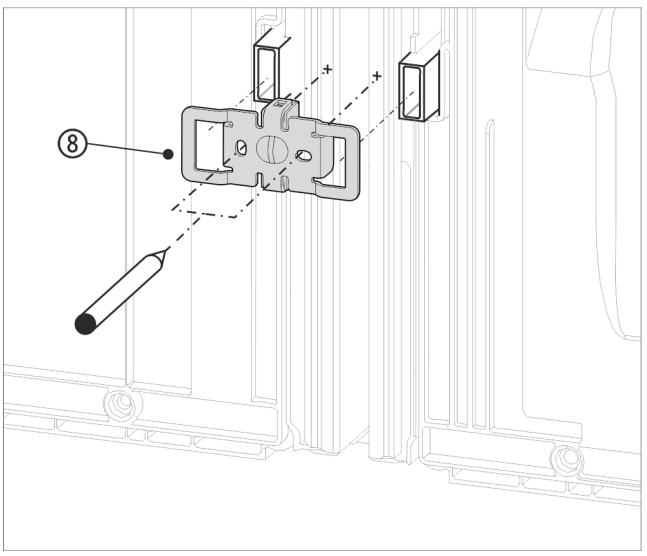

Fig. 17 Beispielhafte Darstellung
- ▶ Winkel *Fig. 17 (8)* mit den Aussparungen über die Aufnahme für die Wandabstandshalter schieben.